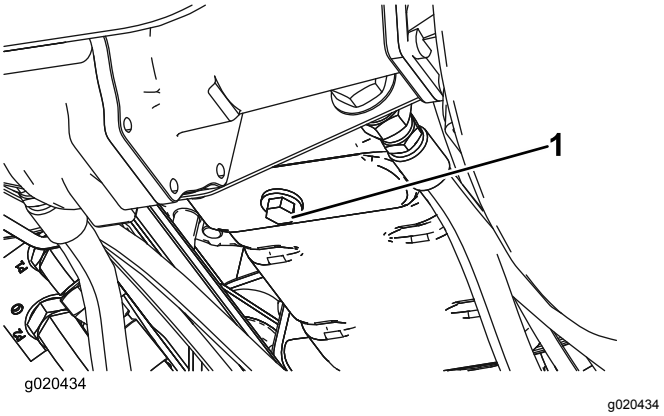

**Figuur 74**
1. Verwijder de aftapplug (Figuur 74) en laat de olie in een opvangbak lopen. Als alle olie is weggelopen, plaatst u de aftapplug terug.